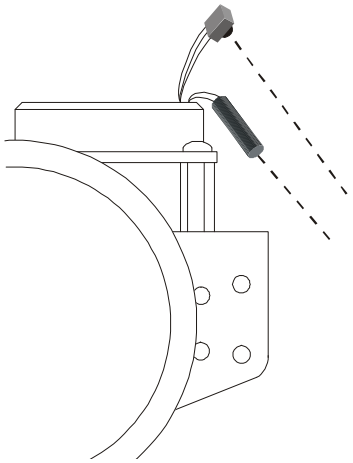

Figure 6.3: IR LED adjustment for edge detection.
- ❑ Point your IR pairs at the surface directly in front of the Boe-Bot as shown in Figure 6.3. The IR pairs should be pointed downward 45° from horizontal and outward 45° from the Boe-Bot's center line.